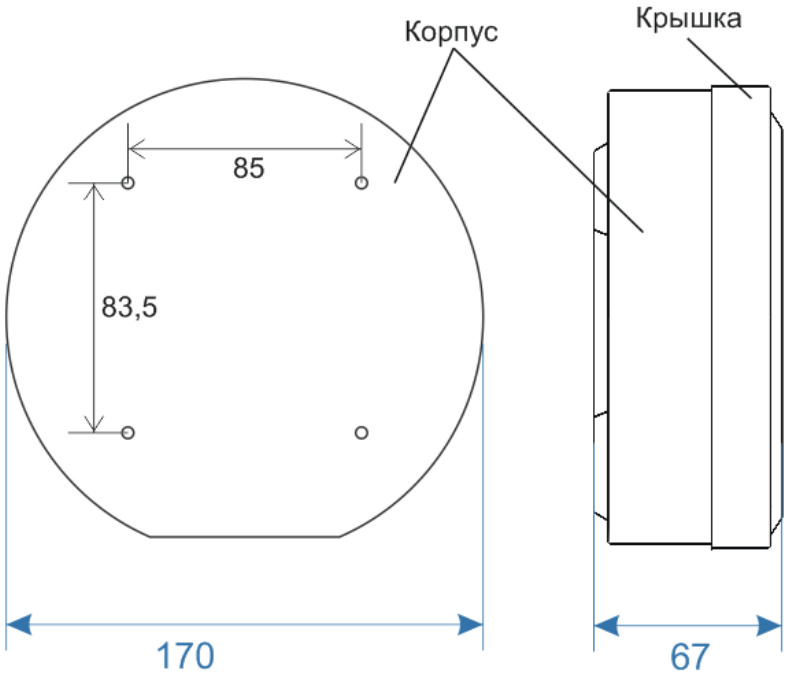

Рисунок 4
4.6 Для установки громкоговорителя необходимо просверлить в стене отверстия, используя разметку для установочных размеров (рисунок 4). Снять крышку с громкоговорителя. Приложить к стене корпус громкоговорителя и закрепить его самонарезающими винтами через установочные отверстия (диаметр отверстий 3,8 мм).